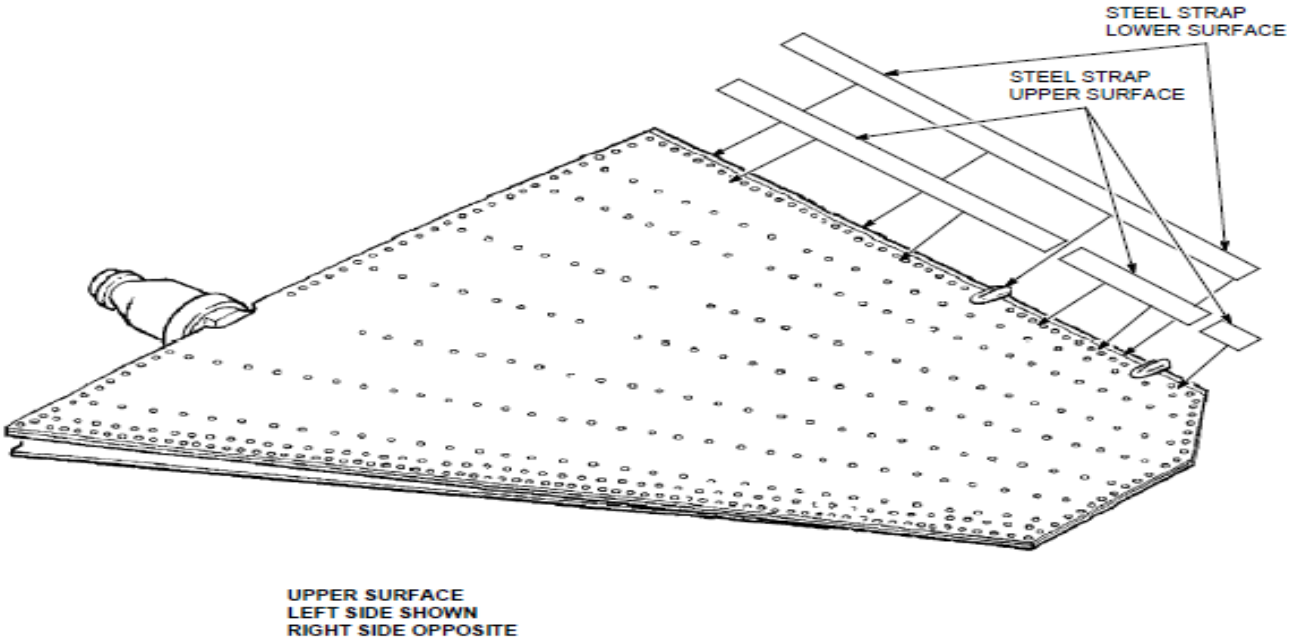

FIGURE 1: HORIZONTAL STABILIZER TRAILING EDGE REINFORCEMENT REPAIR
REINFORCEMENT REPAIR (55-12-02-11). REPAIR HORIZONTAL STABILIZER TRAILING EDGE AS FOLLOWS. (SEE FIGURE 1).
B. MANUFACTURE TWO STAINLESS STEEL STRAPS 0.75 X 62.5 X 0.050-INCH THICKNESS OUT OF PASSIVATED 301 STAINLESS STEEL 1/2 HARD. THE STRAPS WILL BE USED ON BOTH UPPER AND LOWER SURFACES OF THE TRAILING EDGE ON THE 16T7483 CLOSURE WEDGE. THE STRAPS WILL NEED TO BE TRIMMED TO FIT EACH INDIVIDUAL STABILIZER. ONE OF THE TWO STRAPS WILL NEED TO BE CUT INTO THREE PIECES TO AVOID THE STATIC DISCHARGERS (SEE FIGURE 1).